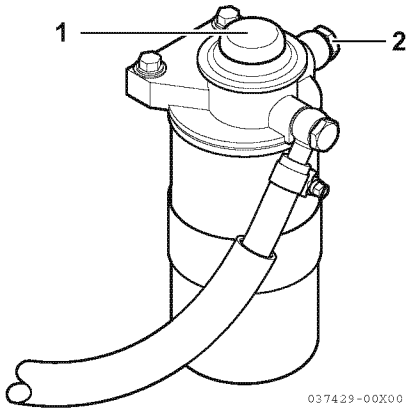

Figur 3
3. Lossa på luftningsskruven (2, **Figur 3**).
4. Tryck upp/ned den manuella bränslepumpen (1, **Figur 3**) för att släppa ut luft från luftningsskruven.